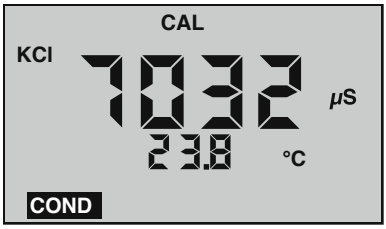

Figure 5
c. Press COND or TDS, then press CAL/MCLR; “**CAL**” icon will appear on the display (see Figure 5).